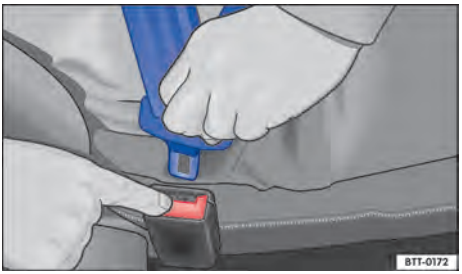

Fig. 59 Soltar a lingueta do cinto de segurança do fecho do cinto de segurança. ▶
- Pressionar o botão vermelho no fecho do cinto de segurança ⇒ Fig. 59. A lingueta do cinto de segurança salta para fora.